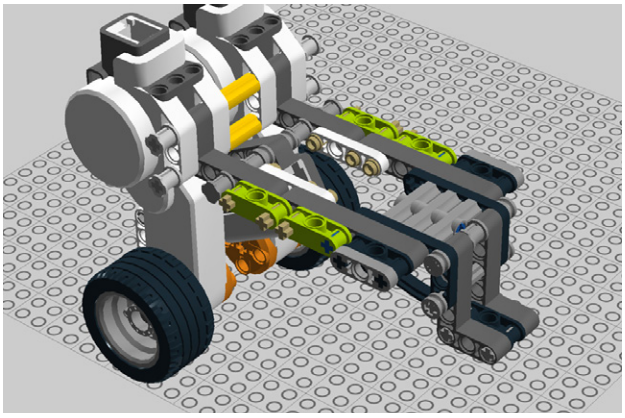

Figure 1-52. *Step 48: Adding the double cross blocks*
48. Add double cross blocks as shown in Figure 1-52.